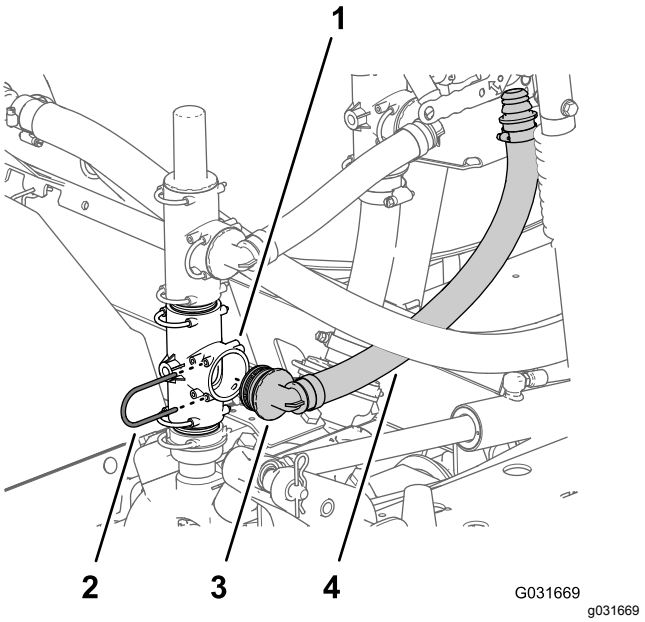

Figur 225
1. Rikta in tillförselslangens (Toro-artikelnr 131-9648) andra 90-graderskoppling med den öppna porten på T-kopplingen på sprutans pump och för in 90-graderskopplingen så att den sitter ordentligt i T-kopplingen (Figur 225).
2. Fäst 90-graderskopplingen på T-kopplingen på sprutans pump med hållaren (Figur 225) som du tog bort i steg 1 i Flytta övertrycksventilen (sida 97).